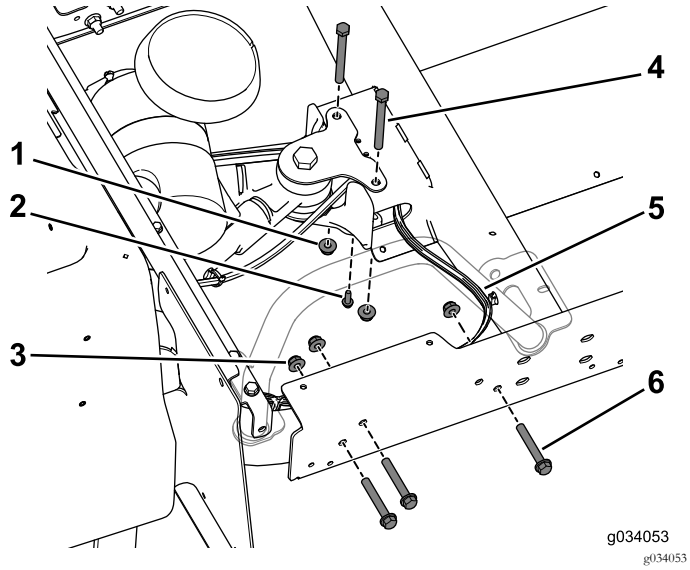

Figur 28
på bagstellet (Figur 28). Gør dette på begge sider af maskinen.
Bemærk: Sørg for, at ledningsnettet føres ud af midterkanalen på højre side (Figur 28).
9. Brug den selvskærende skrue (1/4 x 3/4 tomme) til at fastgøre bremseledningens T-stykke på midterkanalen (Figur 28).
10. Brug de to bolte (3/8 x 3-3/4 tomme) og flangemøtrikkerne til løst at montere midterkanalen på bagholderen (Figur 28).